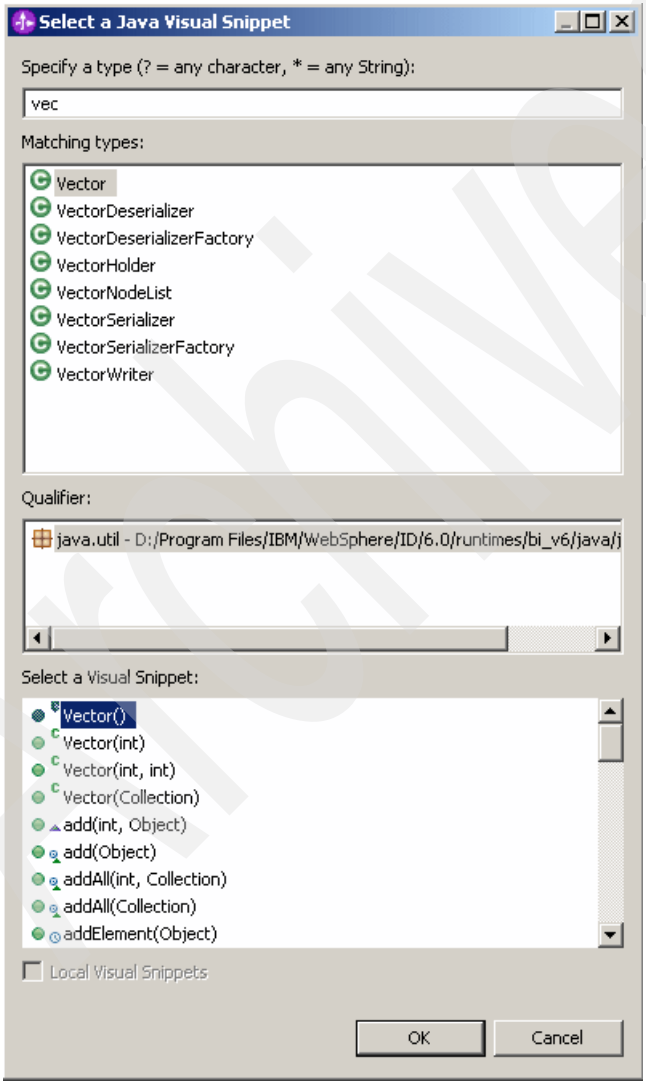

Figure 10-64 Selecting Vector()
b. In the Select a Java Visual Snippet window (Figure 10-64), complete these tasks: